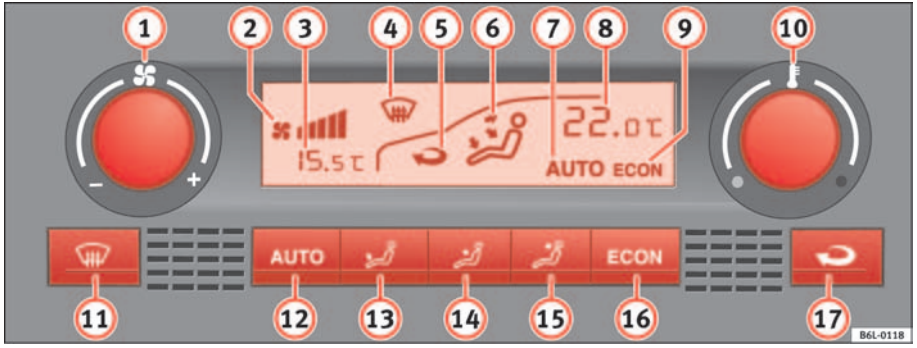

Fig. 91 On the instrument panel: Climatronic controls
– Turn the temperature selector ⇒ page 120, fig. 91 (10) to set the desired temperature.
(1) Blower speed control and ON / OFF system.
(2) Blower level indicator
(3) Outside temperature display
(4) Defrost windscreen display
(5) Air recirculation display:
(6) Display for airflow direction
(7) Display **AUTO** (automatic operation)
(8) Interior temperature selected display
(9) Display **ECON** (air conditioning off)
– Press the button AUTO. The display is visible ⇒ page 120, fig. 91 (7).
– Press one of the buttons ⇒ page 120, fig. 91 (13) to (15), or turn the blower control (1). The display is switched off (7).
– Press the button to switch air recirculation mode on or off. This is ON if the symbol ⇒ page 120, fig. 91 (5) is displayed on the screen.